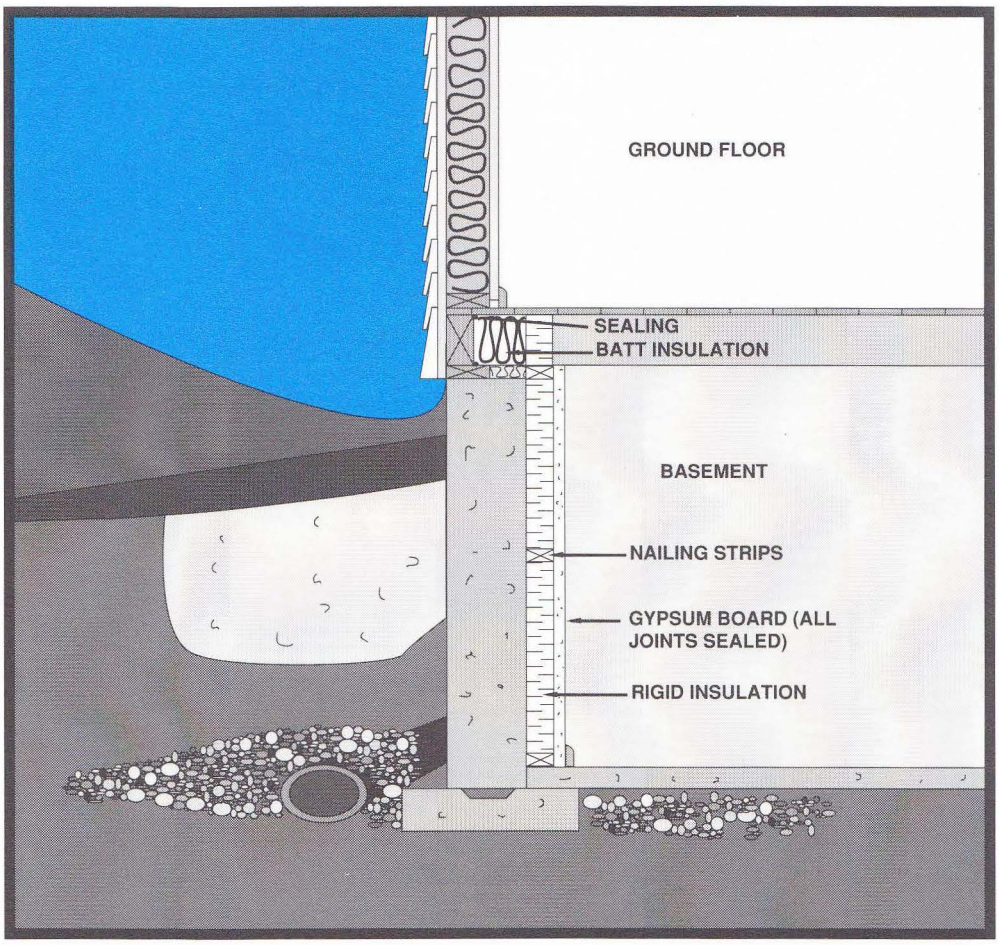

**FIGURE 37**
- Another method is to install rigid (board) insulation, with prefabricated metal channels to hold boards, plus a fire-resistant finish material on top. Proper sealing is still required to ensure that air cannot circulate between the board and the wall. (See Figure 37.)